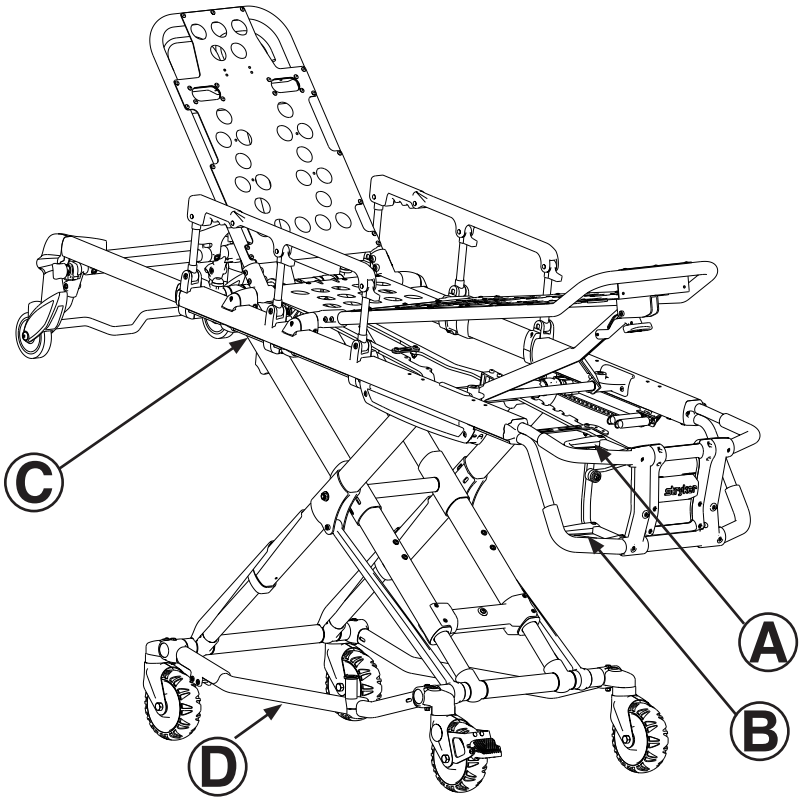

Figure 13 - Réglage de la hauteur de civière
1. L'opérateur du côté pied de la civière appuie sur la poignée de dégagement (A ou B) tout en maintenant solidement les barres de soulèvement (consulter la Figure 13).
2. L'opérateur à la droite ou à la gauche du patient (selon l'emplacement de la poignée de dégagement) atteint la poignée de dégagement au point central du brancard (C). Les deux opérateurs doivent soulever la civière jusqu'à ce que le mécanisme de verrouillage soit libéré d'environ 0,6 cm du poids de la civière (consulter la Figure 13).
4. **Opérateur 1** – Saisir le cadre de la civière du côté pied. Soulever le côté pied de la civière jusqu'à ce que son poids ne porte plus sur le mécanisme de verrouillage. Appuyer et maintenir la poignée de dégagement (A ou B, tel qu'illustré à la Figure 13 de la page 26).